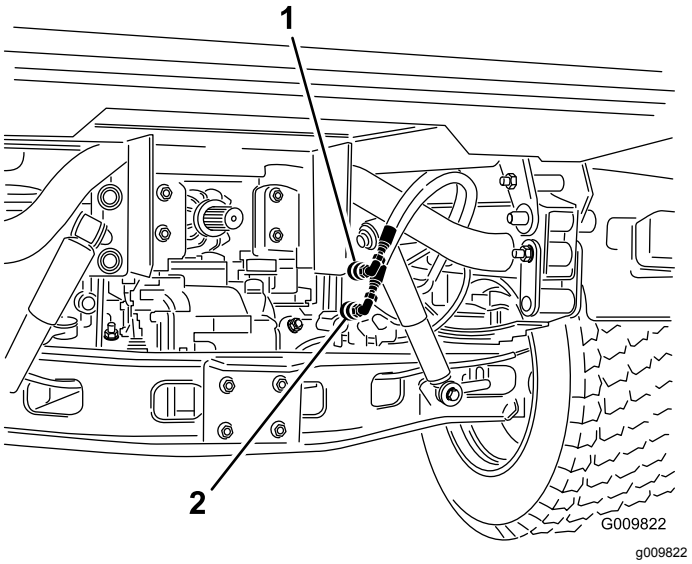

Figur 83
2. Koble de to hurtigkoblingsslangene på begge maskinene fra slangene som er festet til koblingsbraketten (Figur 83).